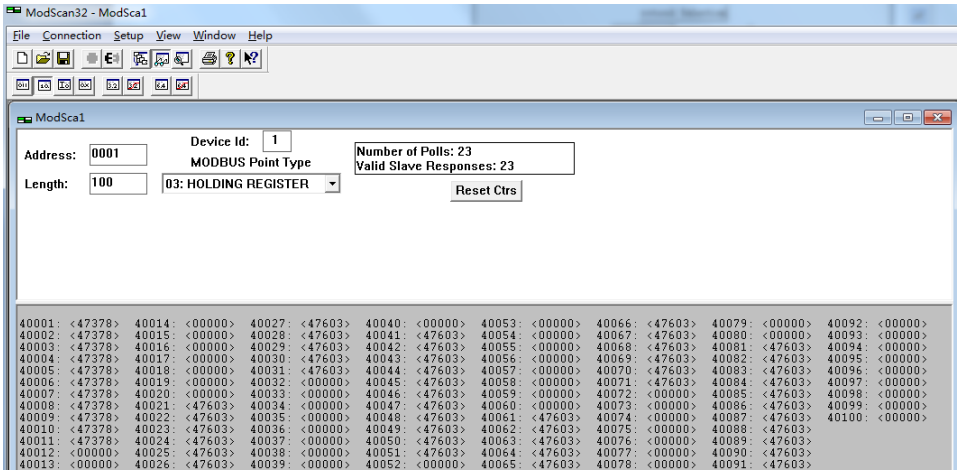

图 2
4. 子窗口数据区显示 400001～400100 的 16 进制数据，其对应于三菱 Q 系列 PLC 的寄存器 D0 到 D100 的数值，如图 2 所示。